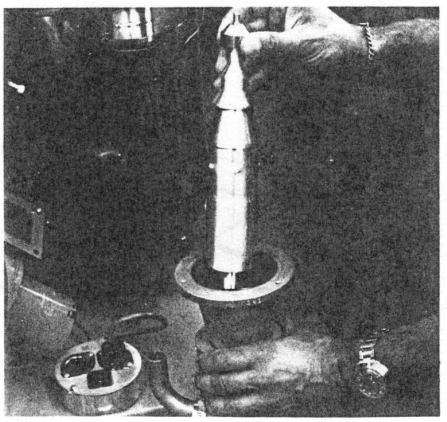

Figure 6-10. Lifting Jet Assembly Out of Diffusion Pump
a. Remove the spring and carefully lift out the jet assembly (Figure 6-10). Wipe excess oil from jet.